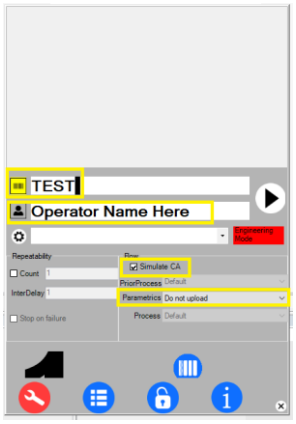

Figure 1: MTP setup
c. You will then see this screen as shown in Figure 1. Please enter the following information highlighted in yellow boxes. Enter the word TEST as shown. For "Operator Name Here", please enter the test operator's name. Make sure to check the Simulate CA box and change the "Parametrics" to "Do not upload".